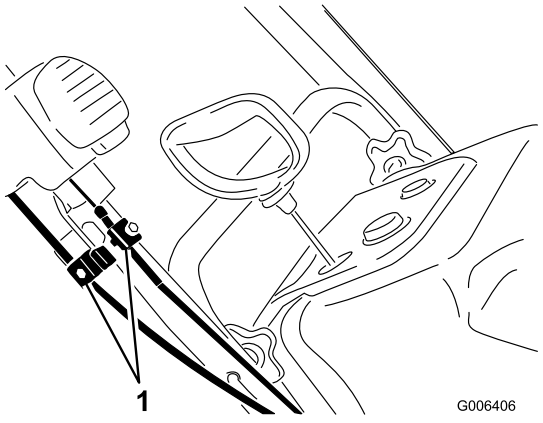

Figur 38
1. Løsn de to Quick Shoot-styrekabelklemmer (Figur 38).